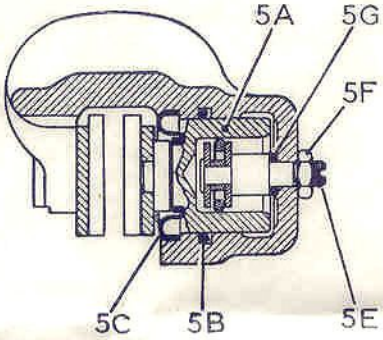

fig.1
7) **Démonter le capuchon** de protection (5 C) fig. 1 à l'aide d'une lame d'acier à bords arrondis.